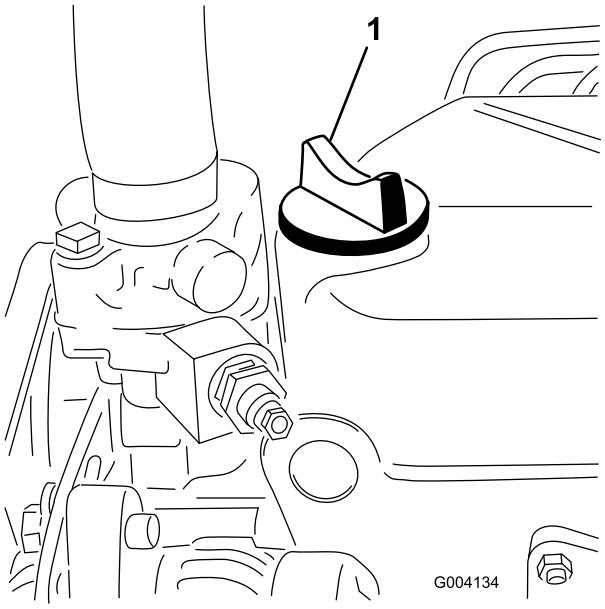

Figur 30
5. Om oljenivån inte når upp till markeringen Full på oljestickan (Figur 30), fyller du på olja tills nivån når upp till markeringen.